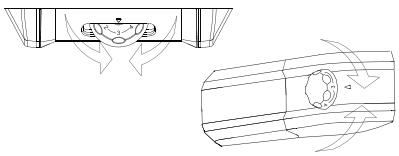

Fig.11
**Por lo común, no es necesario intervenir con la rueda del termostato. Sólo si se observa un enfriamiento excesivo de los productos contenidos en la parte frigorífico se recomienda girar ligeramente la perilla del termostato hacia el 0 (fig. 11).**